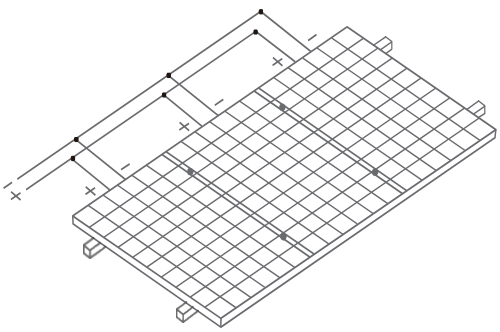

Figure 21 Branchement en parallèle
- Lorsque vous êtes branché en parallèle, le courant de sortie de l'ensemble complet de modules est égal à la somme du courant de chaque module de la branche ou de la chaîne (le mode de branchement en parallèle est illustré sur la Figure 21). Chaque chaîne de modules doit être équipée d'un fusible. Formule de référence pour le nombre maximum de modules en branchement parallèle : courant de protection maximal/(1,25 * courant de court-circuit). Veuillez vous référer aux spécifications nationales ou régionales ou locales pour plus de détails.